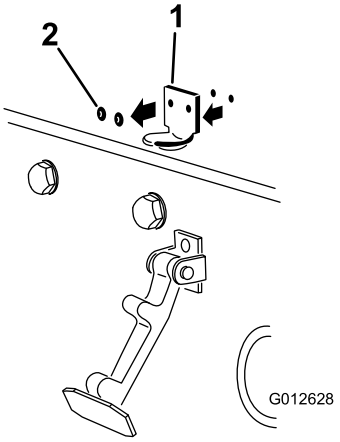

Figur 7
2. Fjern de (2) nitter, der fastholder motorhjelmslåsen på hjelmen (Figur 7). Fjern hjelmlåsebeslaget fra motorhjelmen.